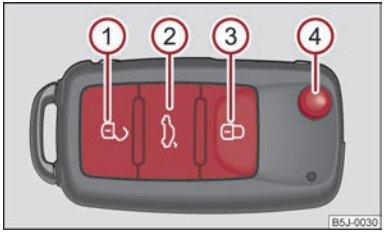

Fig. 16 Remote control key
– Press the button ① ⇒ Fig. 16 for about 1 second.